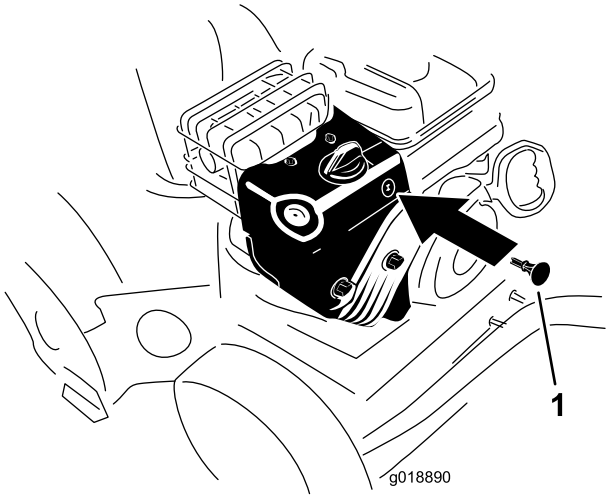

Figur 21
3. Sett inn tenningsnøkkelen (Figur 21).